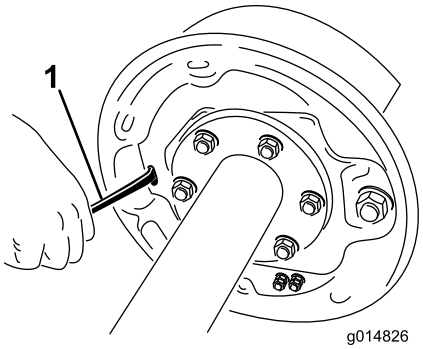

Figuur 51
4. Draai met een schroevendraaier het sterwiel van de afstelling om de remschoenen uit te laten zetten (Figuur 51).